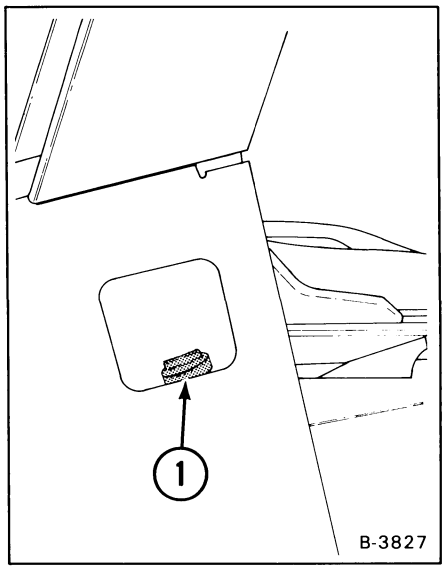

Fig. 1—13 Fuel Fill Location
(4) Use only clean fuel of the correct specifications (See Section 8 for specifications).
(5) Tighten the cap on the fuel tank on the right side of the machine (Fig. 1—13, Item 1).
The fuel filter is installed at the front left of the engine. Replace the filter element (Fig. 1—14) every 200 hours of machine operation.
Check the water trap every 50 hours of machine operation. If there is water in the water trap at the bottom of the filter, loosen the thumb screw (Fig. 1—14, Item 1). When fuel flows from the drain with no water, tighten the thumb screw.